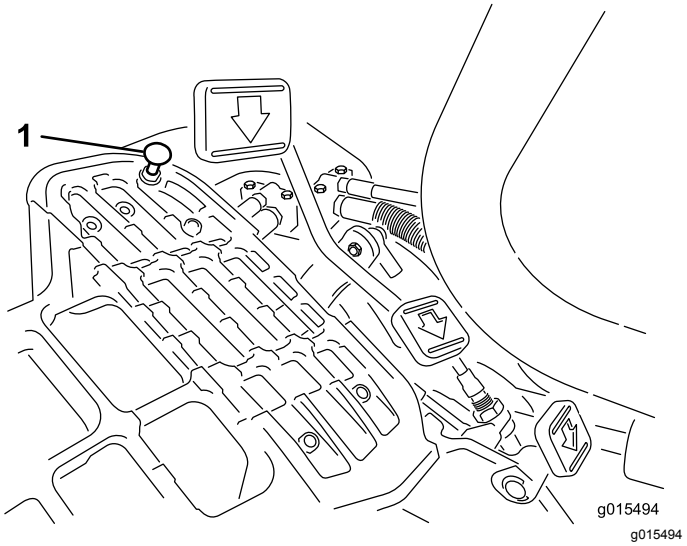

Rysunek 35
Aby uzyskać maksymalną prędkość transportową, należy ustawić dźwignię sterowania funkcją w pozycji TRANSPORTOWEJ i nacisnąć do końca pedał jazdy. Jeśli pedał dotyka ogranicznika (Rysunek 35), zanim da się wyczuć naprężenie linki, wówczas należy dokonać regulacji w następujący sposób:
1. Ustaw dźwignię sterowania funkcją w pozycji TRANSPORTOWEJ i poluzuj nakrętkę zabezpieczającą mocującą ogranicznik pedału do płyty podłogowej (Rysunek 35).